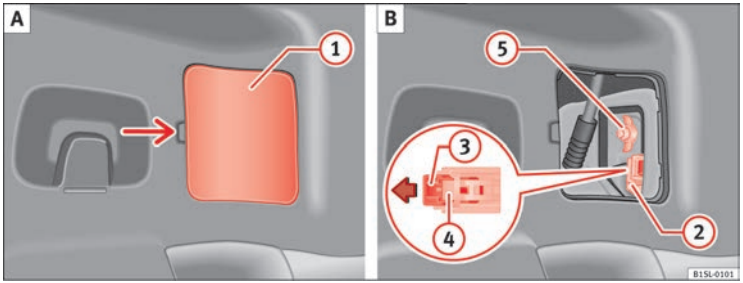

Fig. 148 On the side of the luggage compartment: TO: Remove the cover, B: Removing the tail light units.
3.	Carefully remove the cover (1) towards the lever ⇒ fig. 148 **A**.
4.	Pull the release (3) in the connector (2) in the direction of the arrow ⇒ fig. 148 **B**. Use the screwdriver in the vehicle tool kit.
5.	Press position (4) and remove the connector (2) ⇒ fig. 148 **B**.
6.	Unscrew the wing nut (5) ⇒ fig. 148 **B**.
13.	Support the tail light with one hand in the assembly position and securely screw the wing nut with the other (5) ⇒ fig. 148 **B**.
15.	Insert the connector (2) into the bulb holder and press the lock (3) on the connector in the opposite direction to the arrow ⇒ fig. 148 **B**.